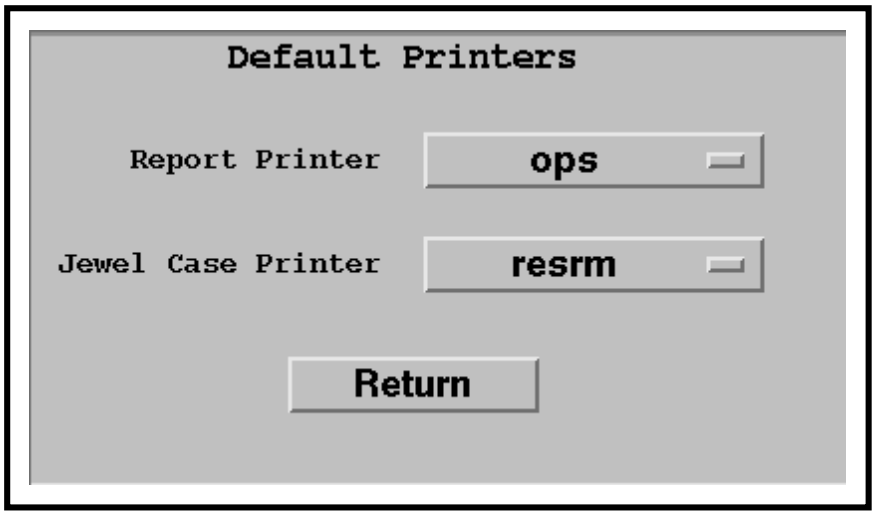

Figure 99. Default Printers Dialogue Box
- The **Default Printers** dialogue box (Figure 99) is displayed.